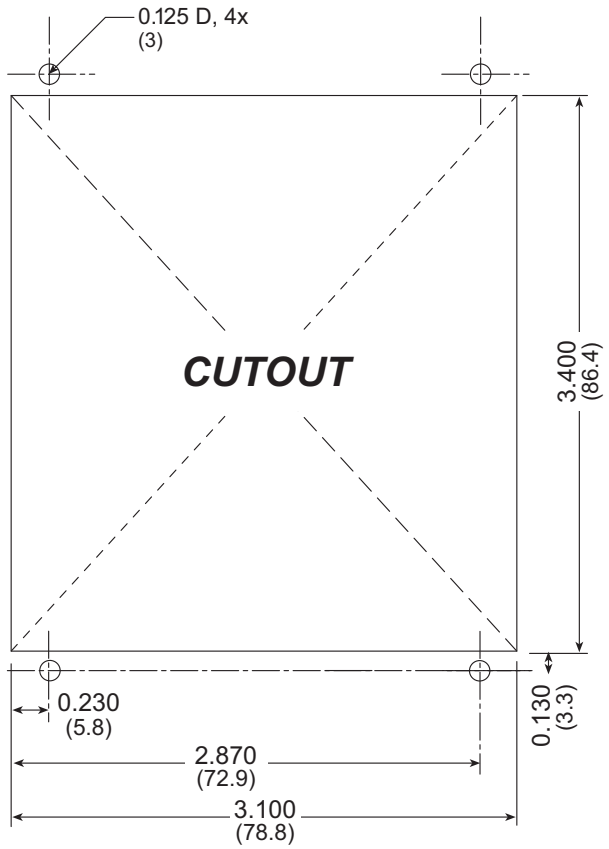

***Figure B-7. Recommended Cutout Dimensions***
1. Cut mounting holes in the mounting panel in accordance with the recommended dimensions in Figure B-7, then use the bezel faceplate to mount the LCD/keypad module onto the panel.